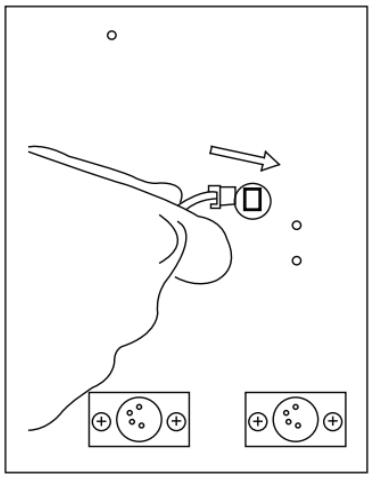

图 2
2、把电池扣板上的电源线接口按照图 2 所示方向插进电源插座中；